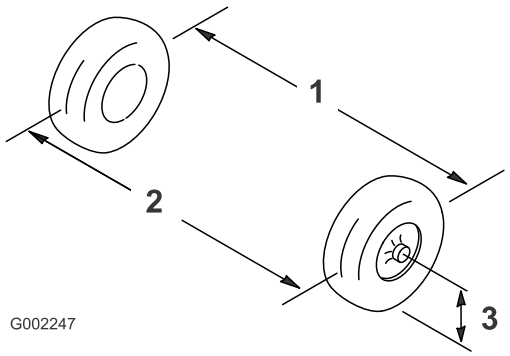

Figur 51
2. Mål afstanden mellem begge fordækkene ved akselhøjden ved både forsiden og bagsiden af fordækkene (Figur 51).